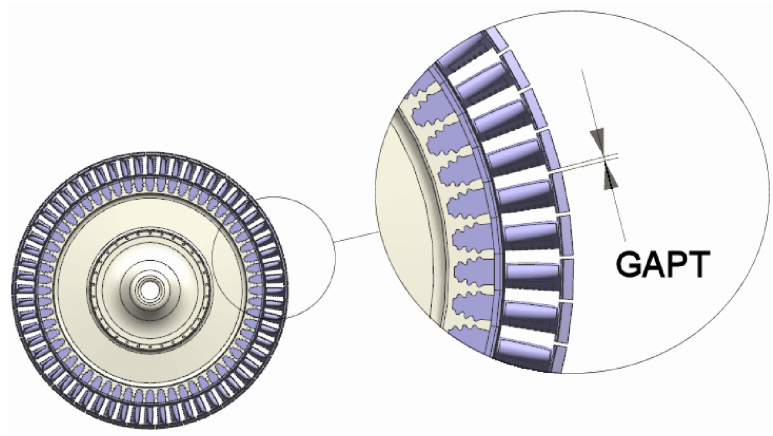

Figure 16-12. Initial Gap Opening
3. Figure 16-12 shows a possible application for chocking elements and how the initial gap opening GAPT is defined.